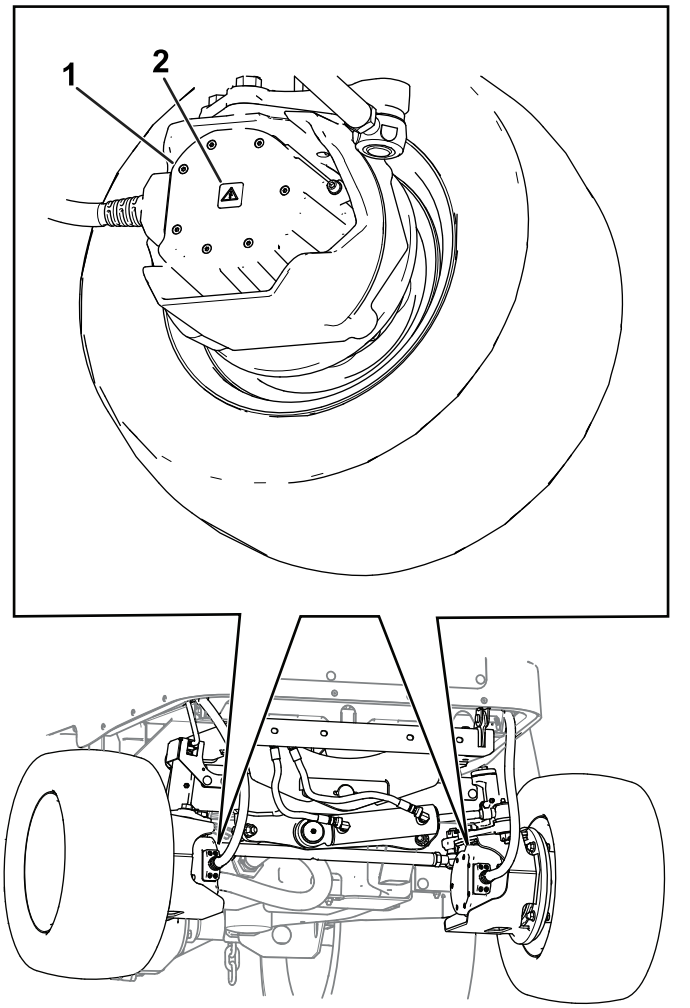

Figur 42
- **Kun for Groundsmaster e3300-maskiner:** Baghjulsmotorer (Figur 42)